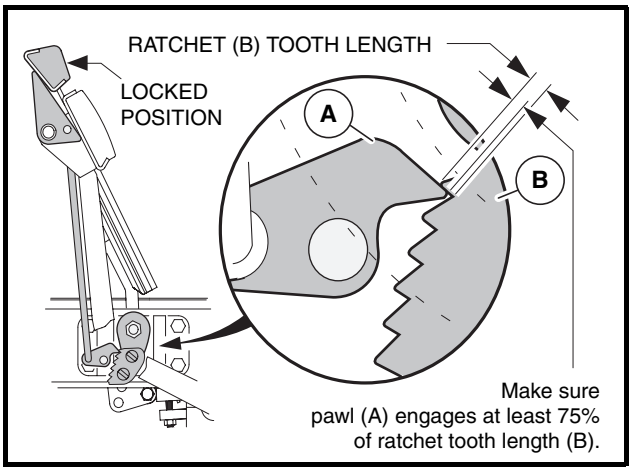

Figure 5-26 Ratchet/Pawl Tooth Engagement
3.4. With the park brake locked, make sure at least 75% of ratchet tooth length engages the pawl **(Figure 5-26, Page 5-18)**. Tooth engagement should be between the two lines marked on the pawl.